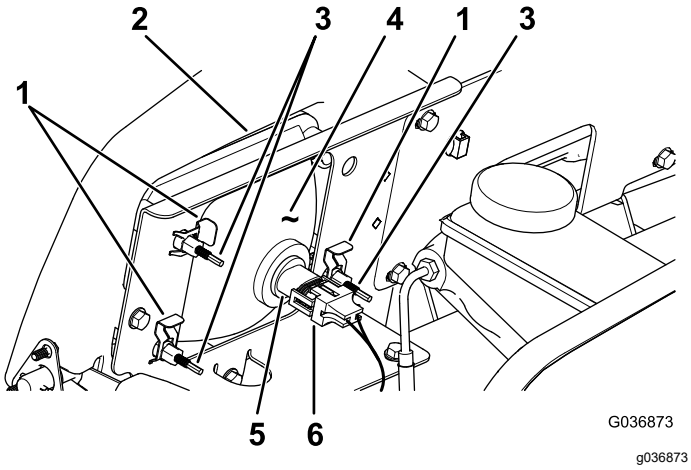

Figur 43
3. Frakobl det elektriske stik til ledningsnettet fra stikket på lampesamlingen (Figur 43).
4. Afmonter klemmerne, der fastgør forlygten til forlygtebeslaget (Figur 43).
5. Fjern forlygteenheden ved at føre den fremad og ud gennem åbningen i forkofangeren (Figur 43).
6. Monter den nye forlygte gennem åbningen i kofangeren (Figur 43).
8. Tilslut det elektriske stik til ledningsnettet til stikket på lampesamlingen (Figur 43).
2. Drej justeringsskruer (Figur 43) bag på forlygteenheden for at dreje forlygteenheden og rette positionen af lygtens lysstråle ind.